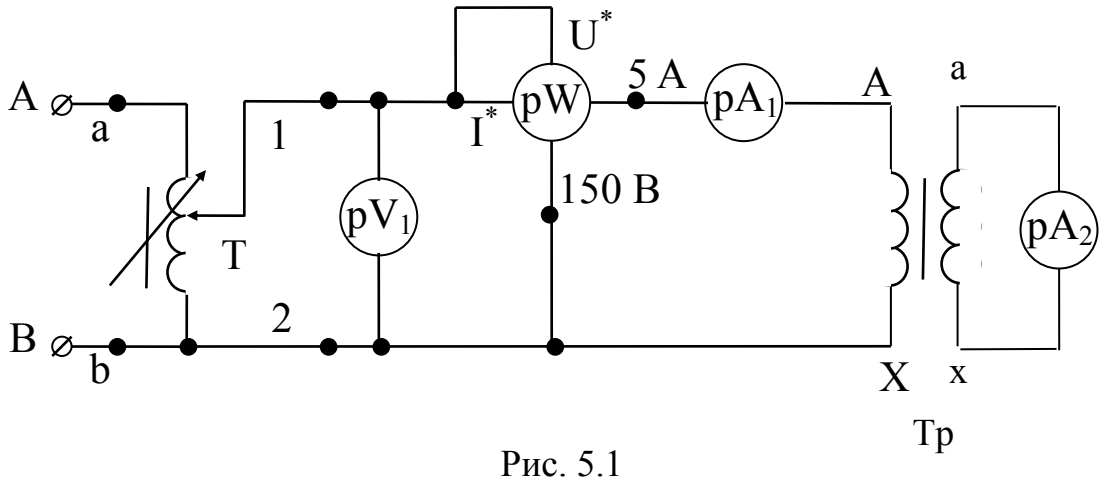

Рис. 5.1
2.1. Собрать схему согласно рис. 5.1.